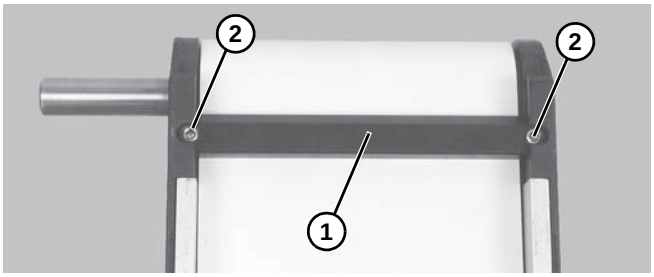

Figure 15
1. If equipped, remove bottom wipers **(Figure 15, item 1)**: Remove fastening screws **(Figure 15, item 2)** then remove wiper.